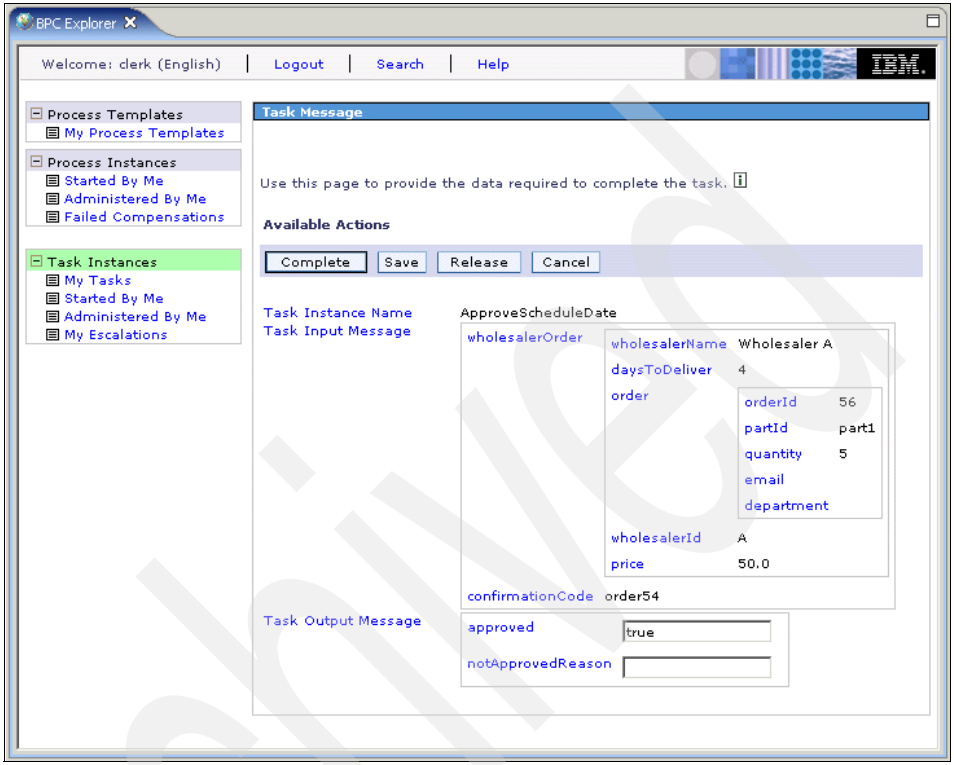

Figure B-11 Completing a work item
4. Enter the values for the response objects and click the **Complete** button (Figure B-11).